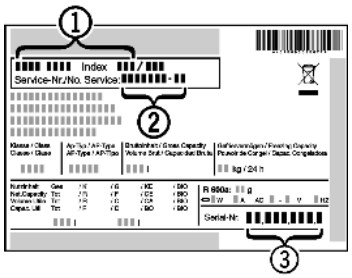

Fig. 15
▶ Read the appliance designation *Fig. 15 (1)*, service No. *Fig. 15 (2)* and serial No. *Fig. 15 (3)* off the type plate located inside the appliance on the left-hand side.
▶ Notify the customer service, specifying the fault, appliance designation *Fig. 15 (1)*, service No. *Fig. 15 (2)* and serial No. *Fig. 15 (3)*.